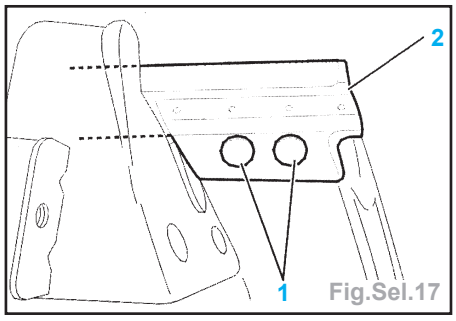

Fig.Sel.17
- Déposer le joint lécheur ext. en déposant les clips (1) et le sortir par le haut (Fig. Sel.17).